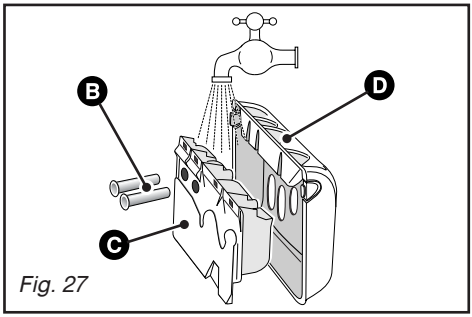

Fig. 27
– retirez les siphons **B** situés à l'arrière de la boîte **C** et séparez cette dernière de son enjoliveur avant **D** *(Fig. 27)*